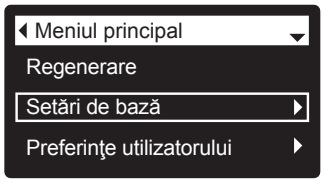

FIG. 54
2. Apăsaţi ÎN JOS (▾), pentru a defila opțiunile meniului pentru evidenţiere Basic settings (setări de bază) (fig. 54).